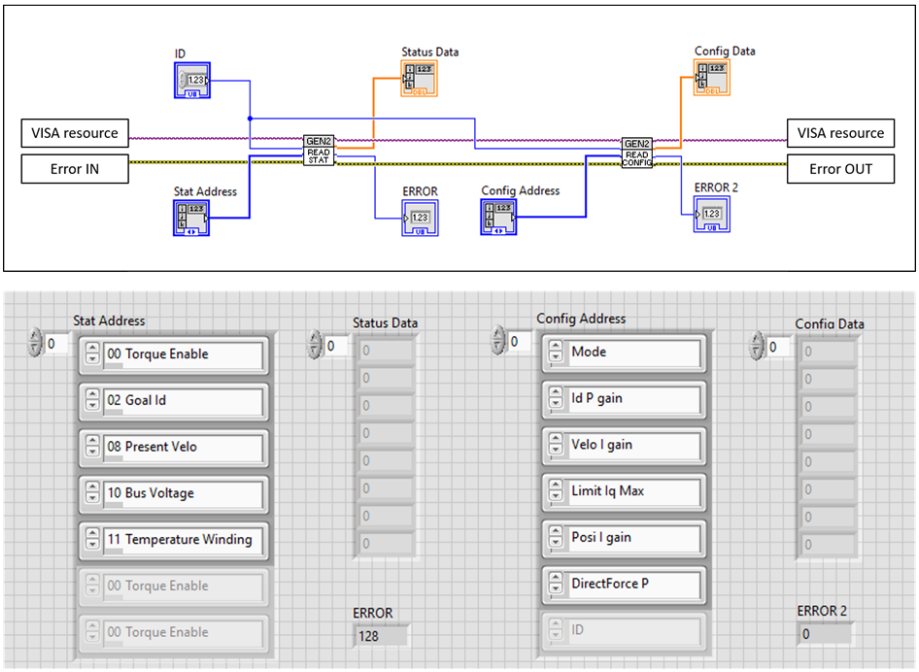

图 14: 数据读取
1) **数据读取** BEAR 驱动器的配置寄存器和状态寄存器中的数据可分别使用 Read_Config 和 Read_Stat 这两个 subVIs 来读取, 如图14所示。